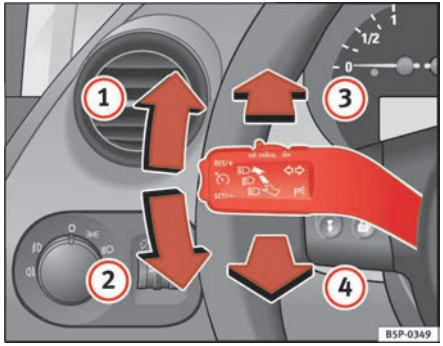

Fig. 78 Turn signal and main beam headlight lever
– Move the lever all the way up ⇒ fig. 78 (1) to indicate **right**, and all the way down (2) to indicate **left**.
– Press the lever forward ⇒ fig. 78 (3) to switch on the main beams.